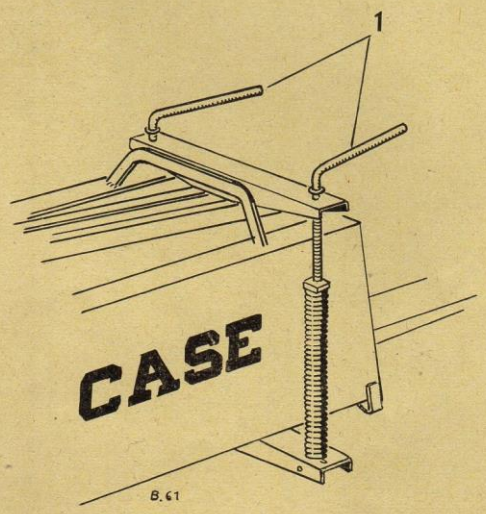

Fig. 5
Les balles sont trop denses.	Réduire la tension en dévissant les poignées (voir (1) fig. 5, bulletin précédent).